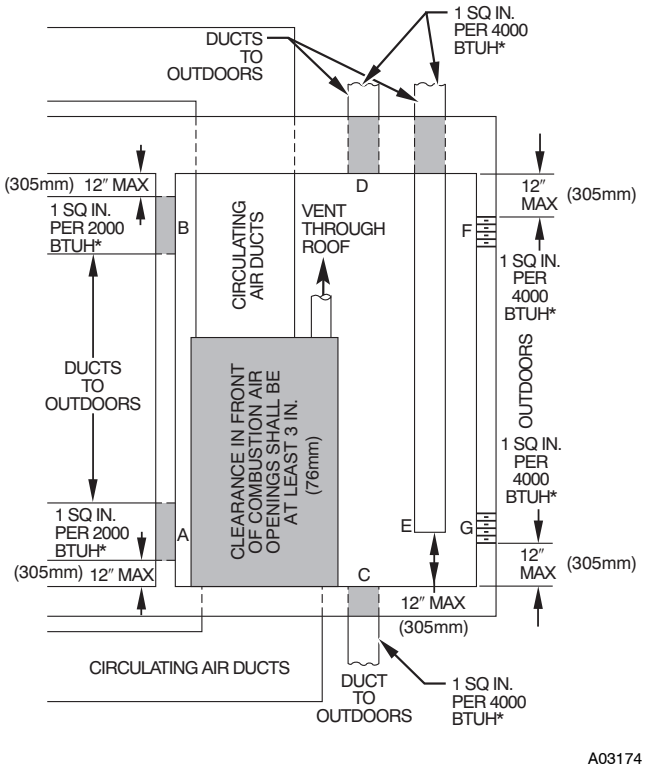

Fig. 18 - Air for Combustion, Ventilation, and Dilution for Outdoors
2. Fig. 18 illustrates how to provide TWO OUTDOOR OPENINGS, one inlet and one outlet combustion and ventilation air openings to the outdoors.
b. Size openings and ducts per Fig. 18 and Table 1.
c. TWO HORIZONTAL DUCTS require 1 square inch of free area per 2,000 Btuh (1,100 mm^2/kW) of combined input for all gas appliances in the space per Fig. 18 and Table 1.
d. TWO OPENINGS OR VERTICAL DUCTS require 1 square inch of free area per 4,000 Btuh (550 mm^2/kW) for combined input of all gas appliances in the space per Fig. 18 and Table 1.